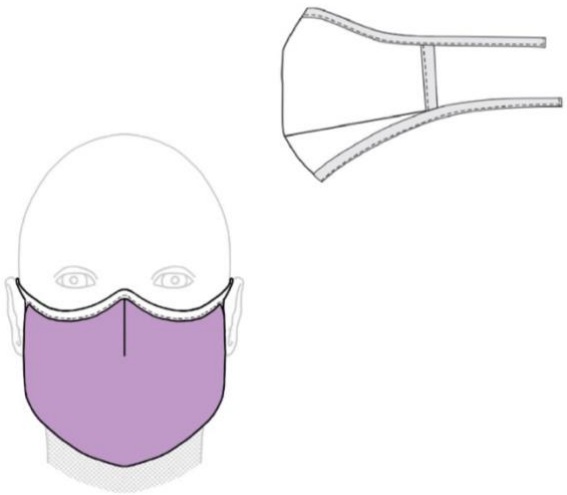

Figura 1
3.1.1. Mascarilla de tela anatómica (véase la Figura 1).